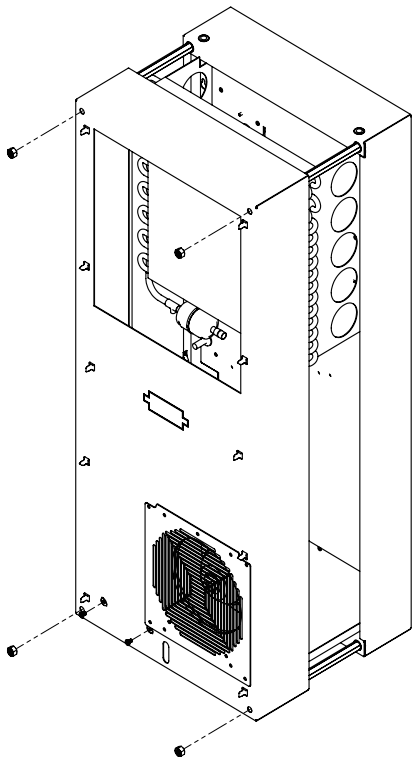

Figure 4
4. Entfernen Sie die vier Muttern an der Frontplatte und ziehen Sie die Platte ungefähr 5 cm heraus (siehe Abbildung 4 auf Seite 9).